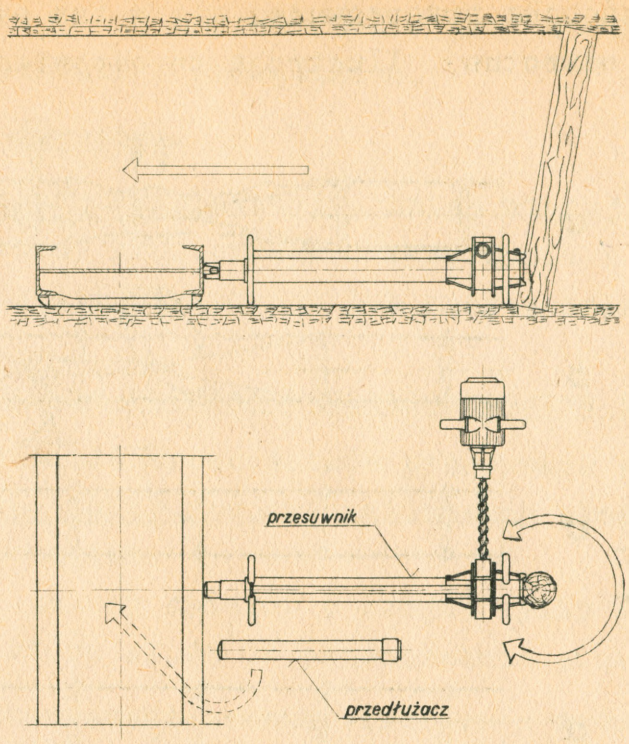

Rys. 1. Przesuwanie przenośnika
5.1. Przesuwanie przenośnika za pomocą przesuwnika PM-2800 ilustruje rys.1.